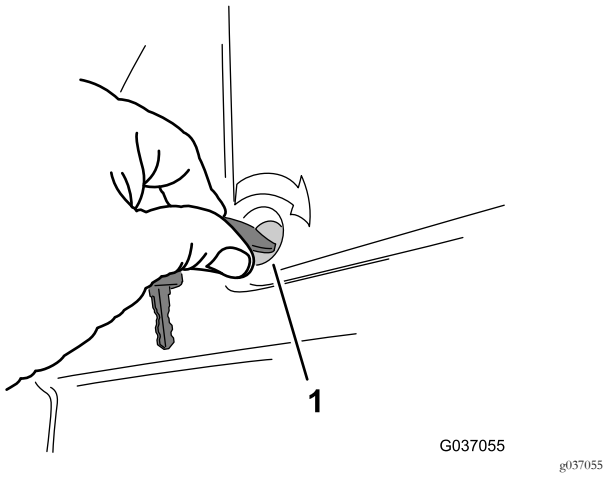

Figura 42
3. Fixe a cobertura à plataforma rodando os dois parafusos de um quarto de volta no sentido dos ponteiros do relógio (Figura 42).